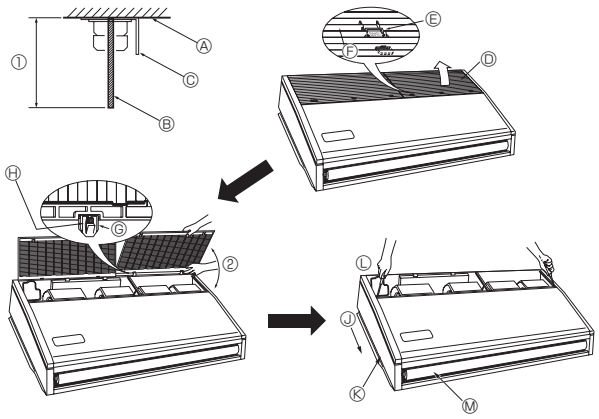

Fig. 3-4
3.2.4. Préparation de l'appareil intérieur (Fig. 3-4)